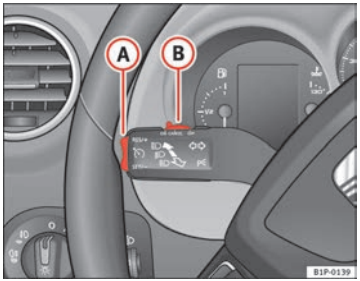

Fig. 133 Indicator and main beam headlight lever: switch and rocker switch for the cruise control
– Press the lower part **SET/SET** of the rocker switch ⇒ fig. 133 (A) once briefly when you have reached the speed you wish to set.